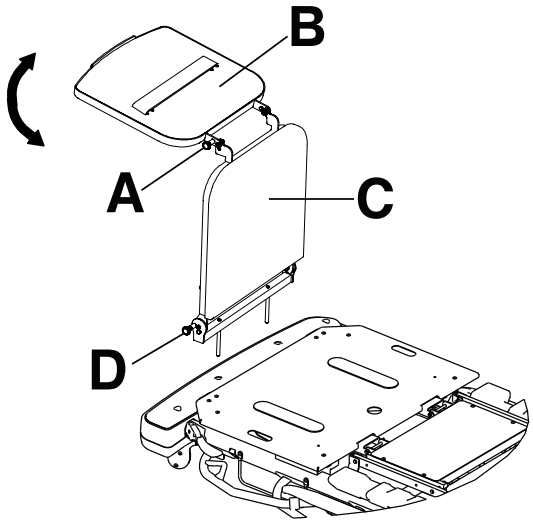

Figur 7 – Defibrillatorbricka/fotförlängning
1. Dra ut den övre ratten (A) (Figur 7).
2. Vrid defibrillatorbrickan (B) tills brickan är plan över produktens fotände. Frigör den övre ratten (A). Se till att defibrillatorbrickan låses på plats.
Gör så här för att omvandla defibrillatorbrickan/fotförlängningen till en fotförlängning (Figur 7):